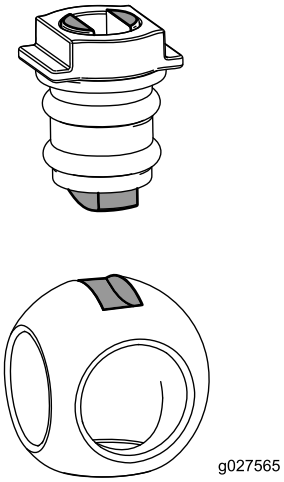

Figur 122
6. Sett kulen inn i ventilkroppen (Figur 122).
Merk: Ventilstammen skal passe i kuledrivhakket. Hvis ventilstammen ikke passer, må du bevege på kulen (Figur 122).